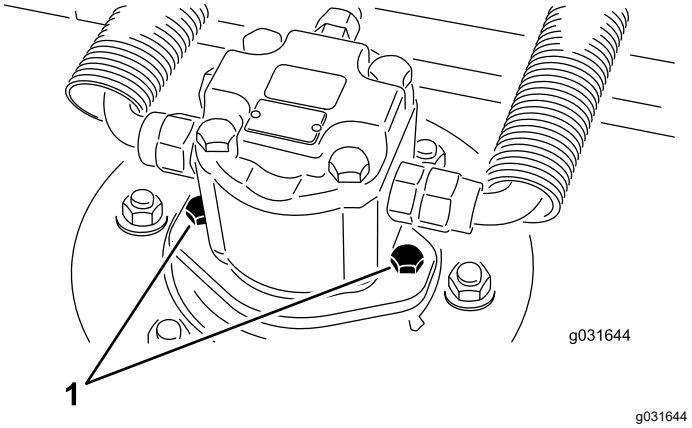

Figura 69
2. Retire os parafusos de montagem do motor hidráulico e desligue e retire o motor hidráulico da unidade de corte (Figura 69).
4. Utilizando os parafusos de montagem do motor hidráulico, instale o motor hidráulico na unidade de corte (Figura 69).